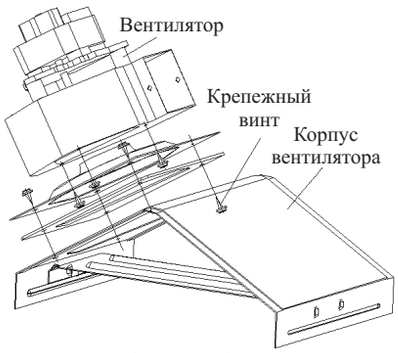

Рисунок 4-6
1. Запомните расположение трех проводов на двигателе вентилятора; выньте провода (Рисунок 4-6).